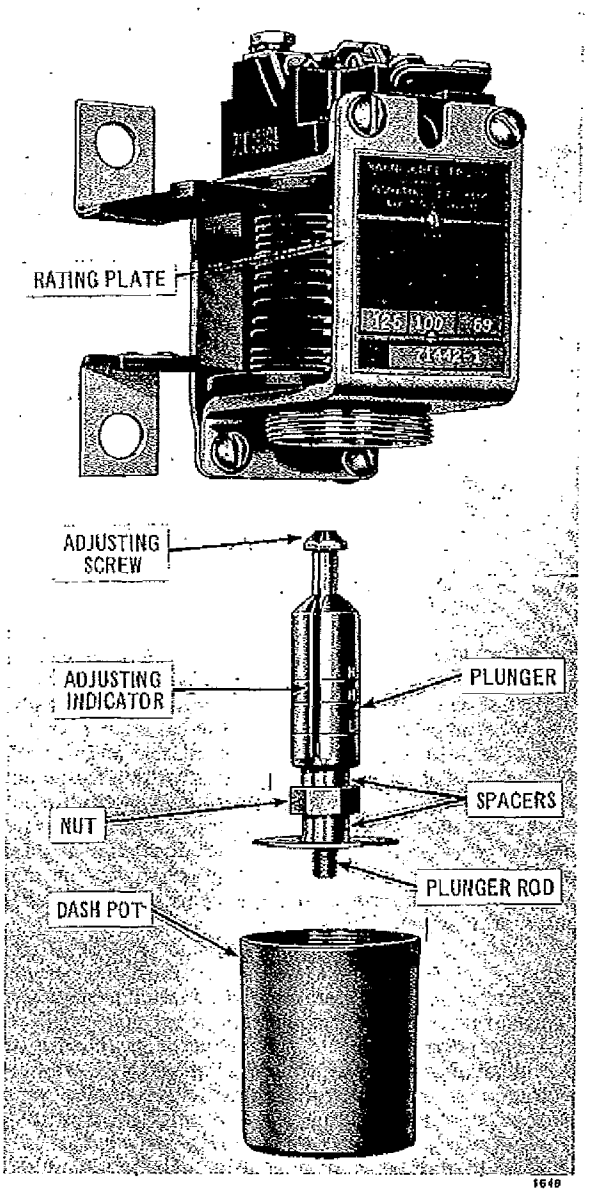

Figure 5-4. Magnetic Overload Relay (Instantaneous Trip)
2. Remove the dash pot, and remove the plunger assembly. Hold the nut and turn the adjusting screw until the adjusting indicator is at the correct location as determined above. See Figure 5-4.